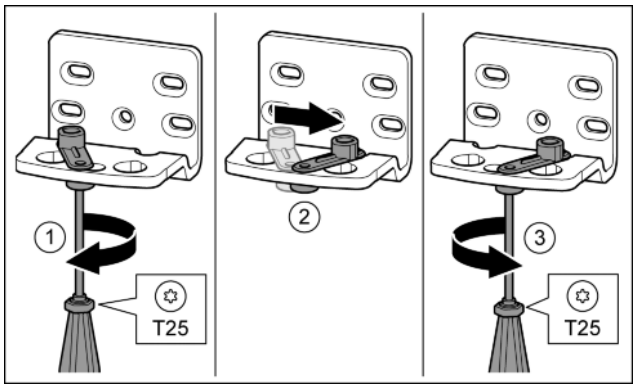

Fig. 14
- ▶ Loosen the screw using a T25 screwdriver. *Fig. 14 (1)*
- ▶ Lift the door closure aid and turn it 90° to the right in the hole. *Fig. 14 (2)*
- ▶ Tighten the screw using a T25 screwdriver. *Fig. 14 (3)*